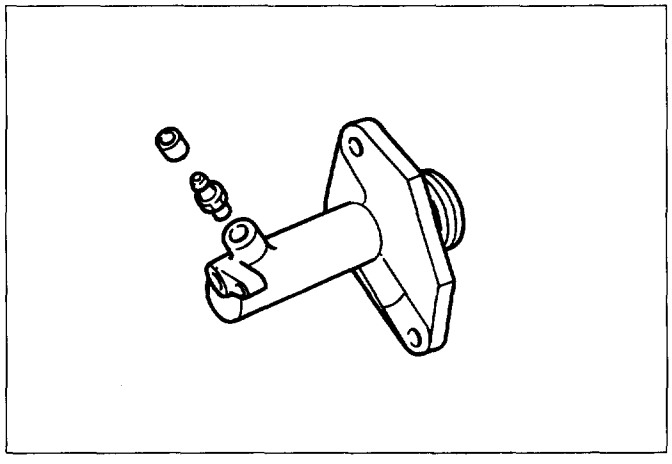

Fig. 7C-47
- Visually inspect the disassembled piston and piston cup for excessive wear and damage (Fig. 7C-48).